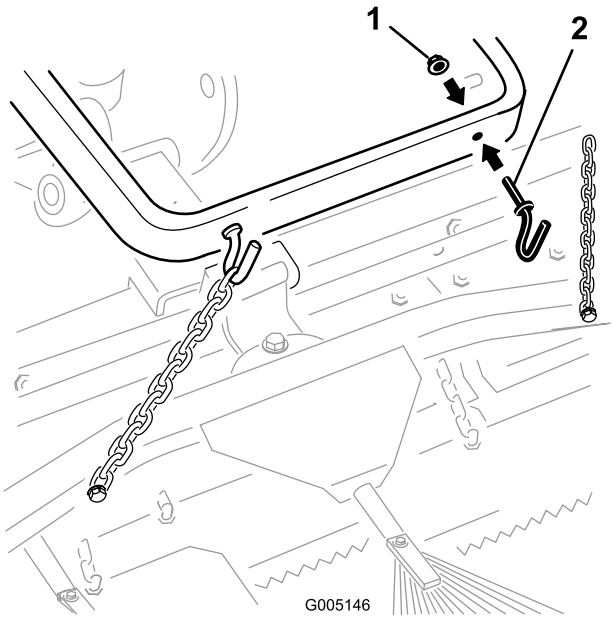

Figur 6
A. Montera två krokar på lyftarmens baksida med hjälp av två flänsmuttrar (3/8 tum) (Figur 6). Sätt fast kedjorna på krokarna vid önskad längd.